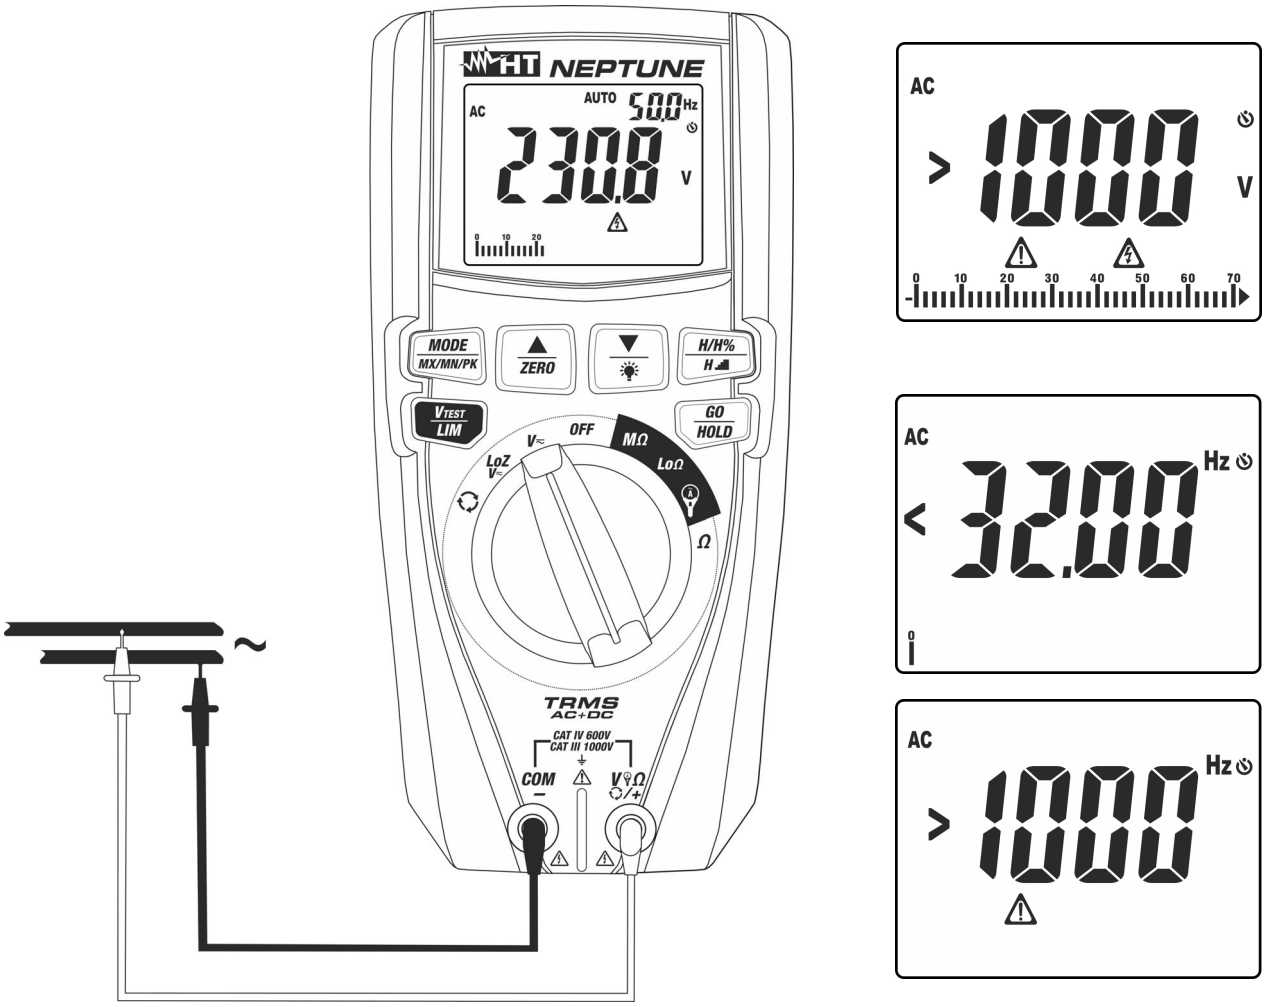

Fig. 7: Uso del instrumento para medida de Tensión CA
4. Posicione la punta roja y la punta negra respectivamente en los puntos del circuito en examen (ver la Fig. 7). El valor de la tensión se muestra en el visualizador. En la parte superior derecha del visualizador se muestra el valor de la frecuencia de la tensión. Pulse la tecla **MODE/MXMNPK** para visualizar el valor de la frecuencia con mayor resolución
5. Si en el visualizador se muestra el mensaje "**>1000V**" (ver la Fig. 7) se ha alcanzado el fondo escala del instrumento
6. Si en el visualizador se visualizan los mensajes "**<32Hz**" o “**>1000Hz**” (ver la Fig. 7) el valor de la frecuencia está fuera del intervalo de medida **32Hz ÷ 1000Hz**